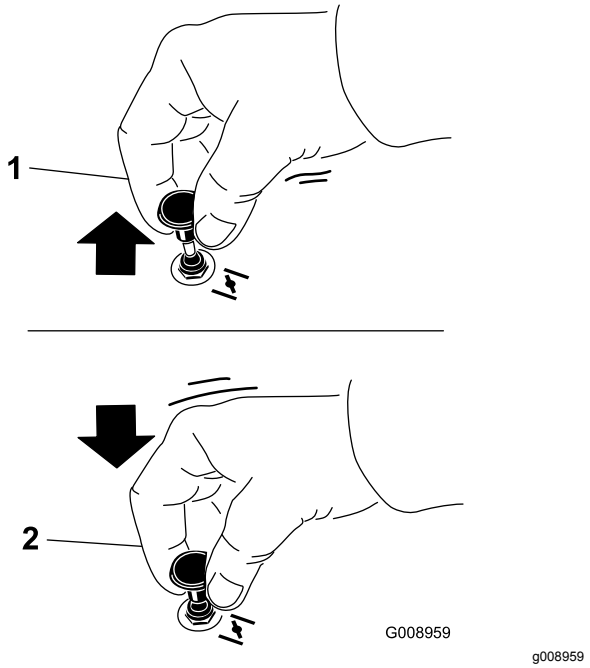

Figure 23
1. Tirez sur la commande de starter pour engager le starter avant d'utiliser le commutateur d'allumage (Figure 23).
2. Poussez sur le bouton du starter pour désengager le starter lorsque le moteur a démarré (Figure 23).